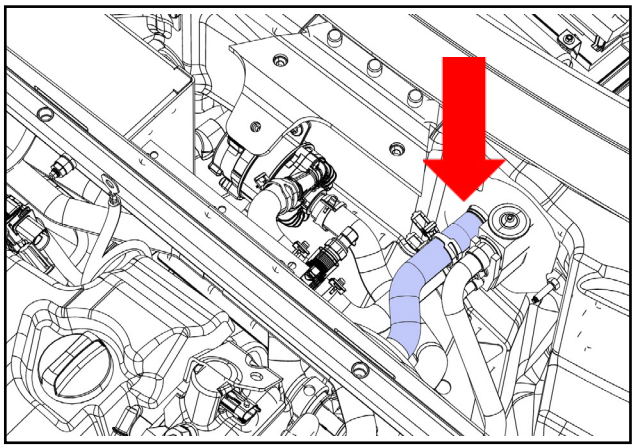

fig. 10a
a. Remove the clamp from the heater core out hose connection (upper hose not connected to pump- (fig.10a)